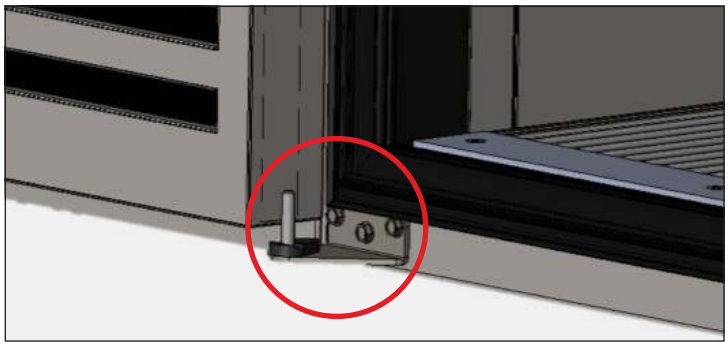

***Fig. 3.*** Lift the door off the bottom hinge.
3. Remove the bottom hinge assembly from the cabinet. See fig. 3.